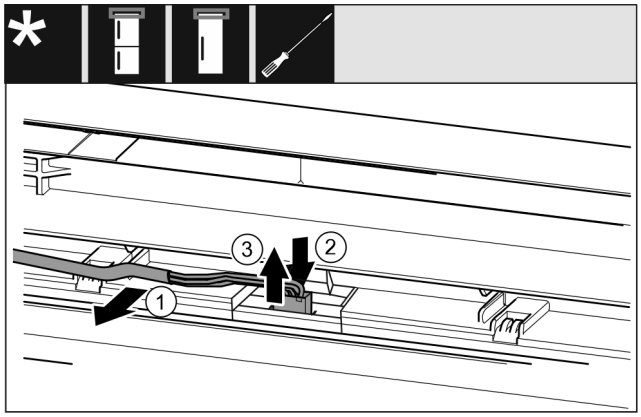

*Fig. 14 Koel-/vriescombinaties / diepvriezers / koelapparaten*
- ▶ Kabel *Fig. 14 (1)* voorzichtig uit de geleiding in de deur losmaken.
- ▶ Strip *Fig. 14 (2)* achter de stekker naar achteren drukken.
- ▶ Stekker *Fig. 14 (3)* voorzichtig naar boven toe wegtrekken.